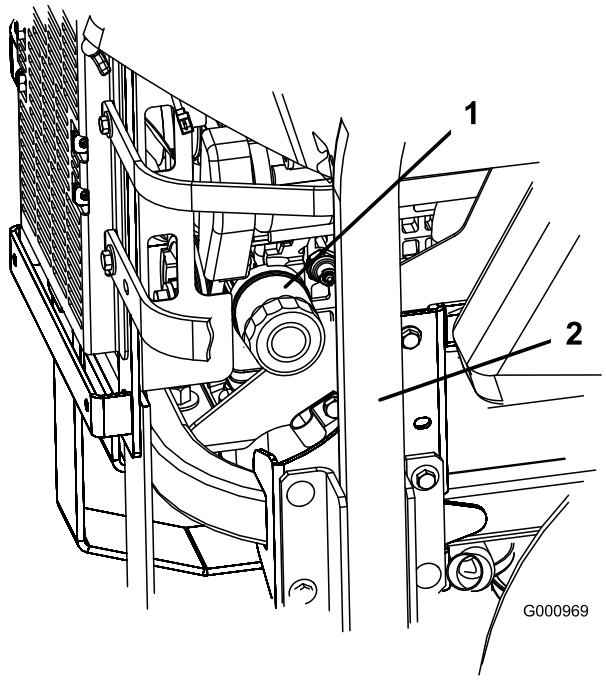
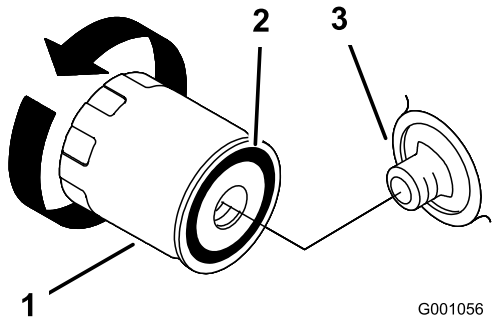

Figur 49
Figur 50
2. Vrid filtret motsols för att ta bort det (Figur 49 och Figur 50).